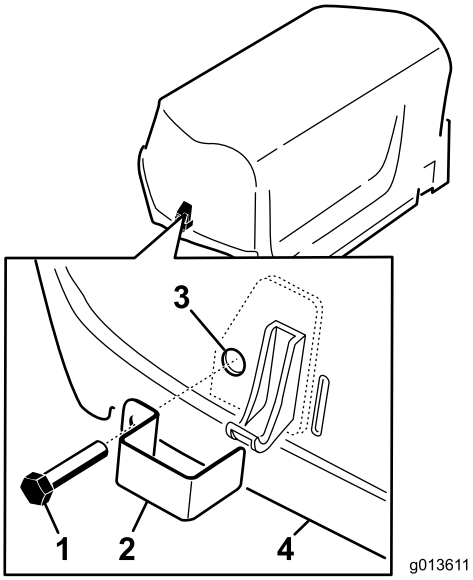

Figuur 7
1. Bevestig een sluitvergrendeling over de linker- en rechtermotorkapvergrendelingen met een tapbout (twee in totaal) (Figuur 7).
2. Gebruik een tang of een verstelbare steeksleutel en draai een interne borgring op elke bout (1-2 schroefdraden) om de bout te bevestigen (Figuur 7).